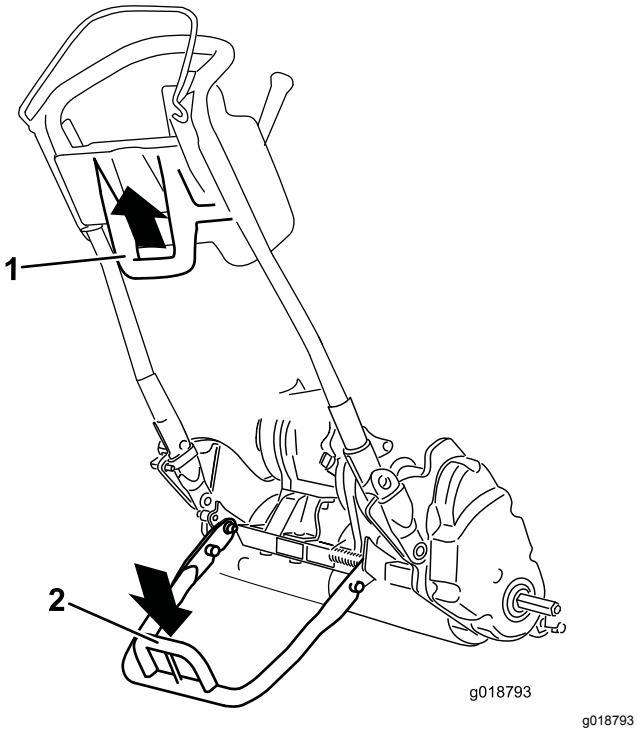

Figuur 28
- Om de kickstandaard te gebruiken bij de montage van de transportwielen moet u de kickstandaard op de grond laten zakken en op de lus trappen. Trek de centrale onderste handgreep van de machine op hetzelfde moment naar boven en naar achteren (Figuur 28).